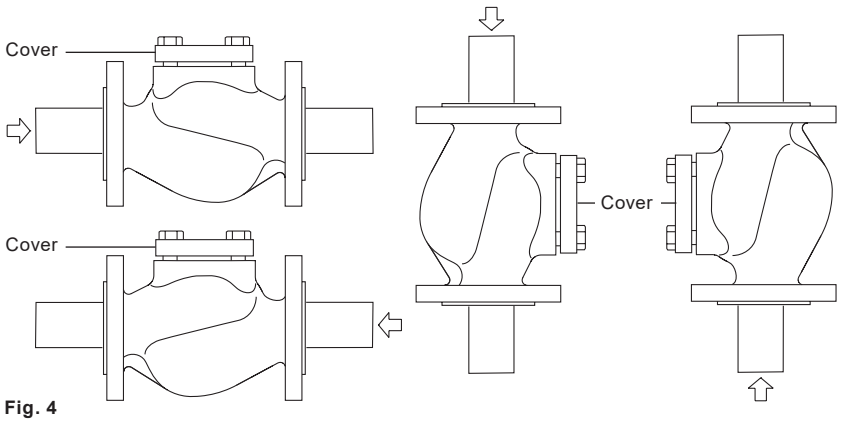

Fig. 4
3.4 The LCV is designed for installation in horizontal and vertical pipework (see Figure 4).